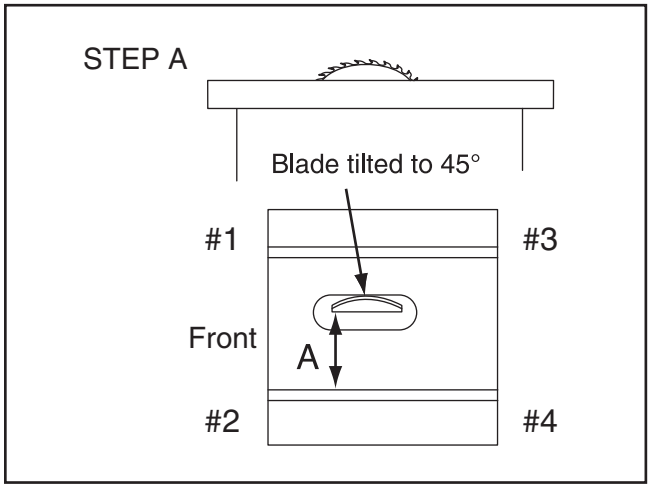
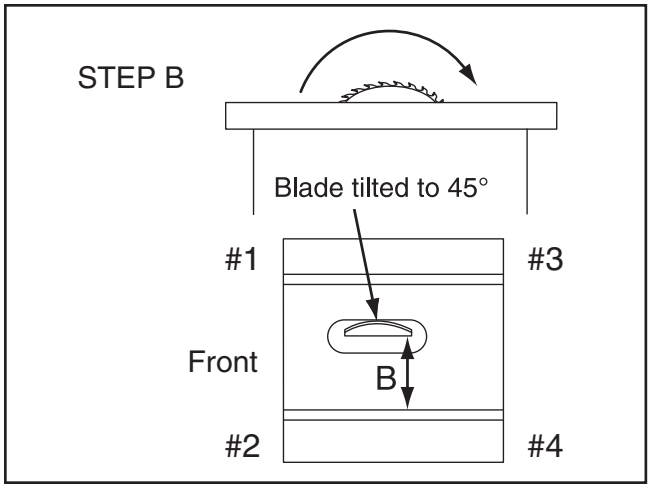

Figure 118. Shim procedure diagram A.
Figure 119. Shim procedure diagram B.
9. Loosen (4) table mounting bolts from **Step 6**.
10. Refer to **Figure 118**–**Figure 119** for shim placement. If distance A is shorter than B, shim(s) will need to be placed under corners #1 and #2. If distance of B is shorter than A, shim(s) will need to be placed under corners #3 and #4. Very thin shim stock works well.